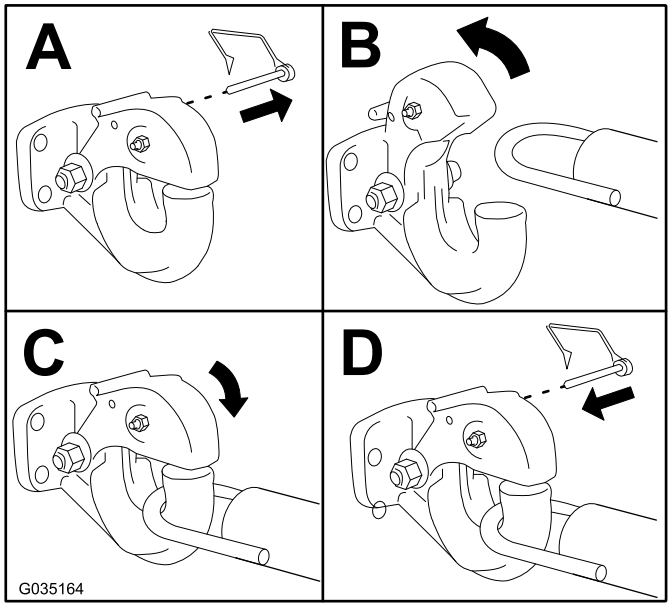

Figura 24
1. Enganche la máquina como se muestra en Figura 24.